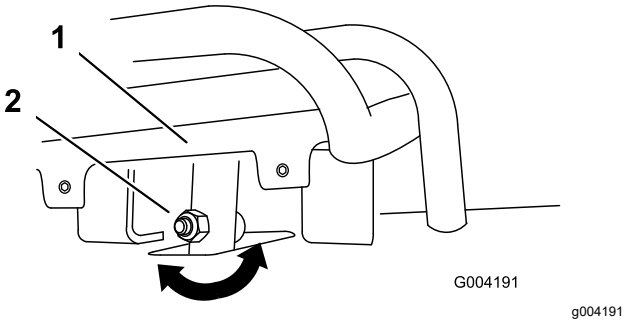
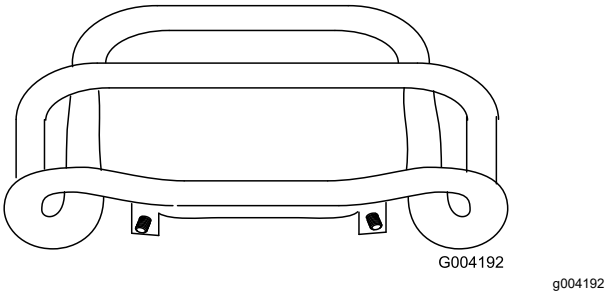

**Figuur 53**
**Figuur 54**
4. Als de voorzijde van de tractiebediening niet gelijk en recht tegen de referentiebalk rust, draai dan de moer en bout van de tractiebediening los (Figuur 53).
5. Stel de tractiebediening zo af, dat deze gelijk en recht tegen de referentiebalk rust als de bediening recht naar achteren wordt getrokken (Figuur 53 en Figuur 54).
C. Draai de flensmoer en bout in de stang van de tractiebediening los (Figuur 53).
I. Stel de tractiebediening zo af, dat deze gelijk en recht tegen de referentiebalk rust als de bediening recht naar achteren wordt getrokken (Figuur 53 en Figuur 54).